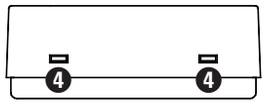

Fig. 2
- Togliere la calotta facendo leva con un cacciavite sui dentini plastici, indicati con ❷ in Fig. 1-2, esercitando una leggera pressione tra il dentino e il foro nella plastica, senza spingere direttamente su esso per evitare di romperlo. La Fig. 2 rappresenta la sezione trasversale del contenitore plastico per evidenziare come usare correttamente il cacciavite.